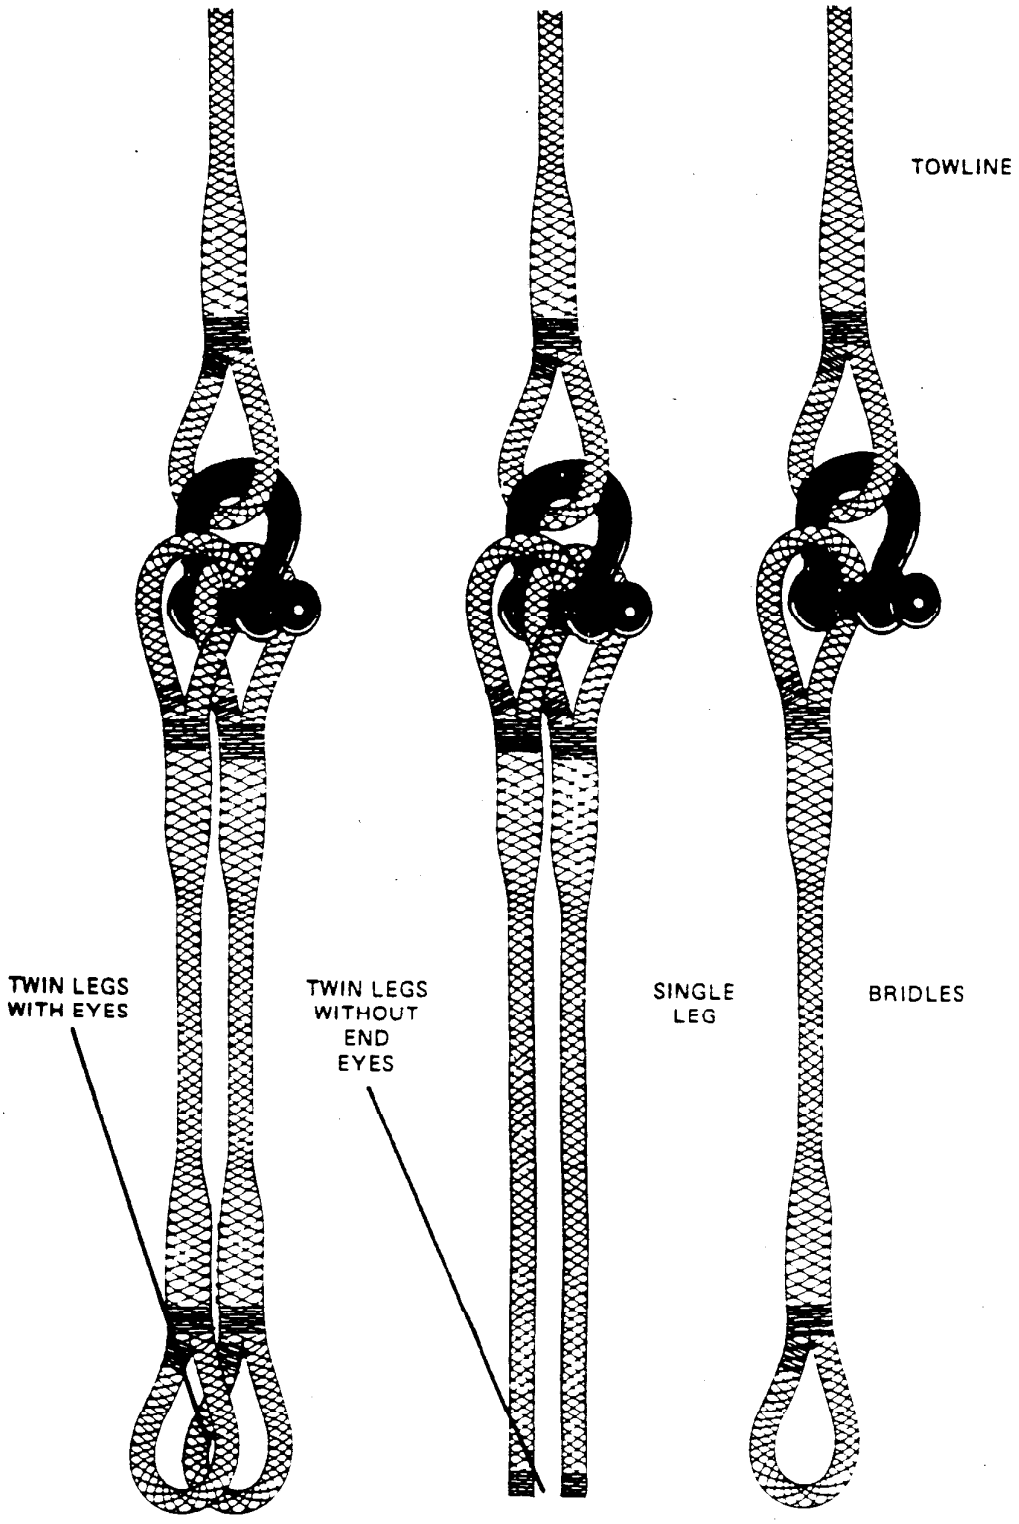

Figure 12-7 Towing Bridles
a. The single leg bridle is normally used to tow sailboats (See Figure 12-7). The bridle is secured to the base of the sailboats mast, providing the mast is designed to withstand the stresses of towing, by taking one round turn with the bridle leg around the base of the mast and securing the bridle to the towline with a shackle.
b. The double leg bridle (Y bridle) is used in situations where it can be rigged from the distress vessel so that both legs exert an equal pull on the hull. Although no specific length is required, the legs must be suitably long enough to reduce yawing. The breaking strength of the bridle legs must be equal to or greater than the strength of the towline (this is also true of the wire bridle). (See Figure 12-7). There are two basic types of double leg bridles: those having an eye